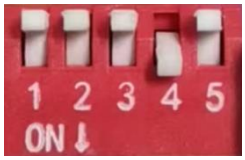

图 6.12 外部模拟量开环拨码开关设置
- 将拨码开关设置为 SW2=OFF（选择开环运行模式），SW3=OFF，SW4= ON，SW5= OFF（选择外部模拟量控制方式），如**图 6.12**。